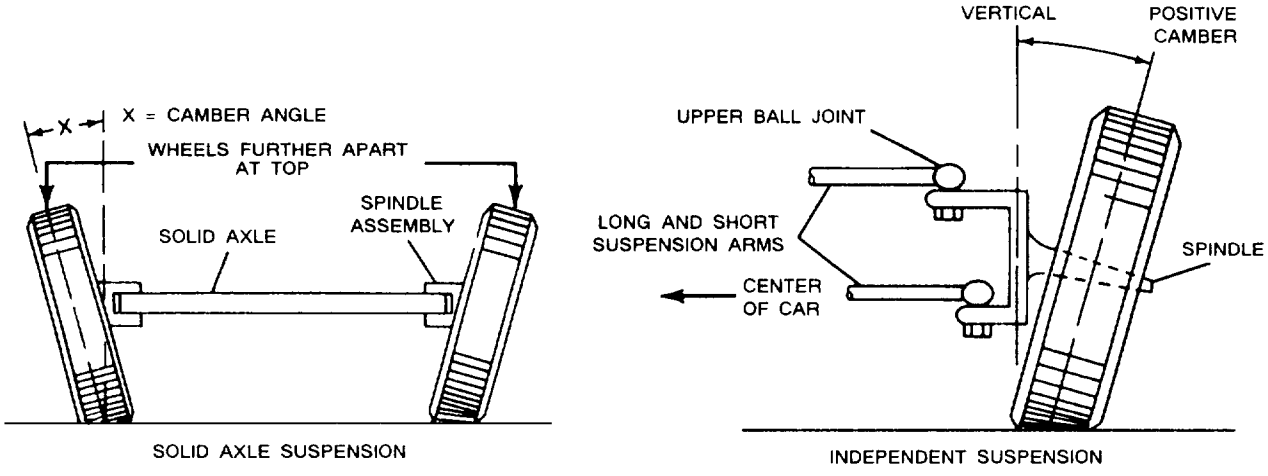
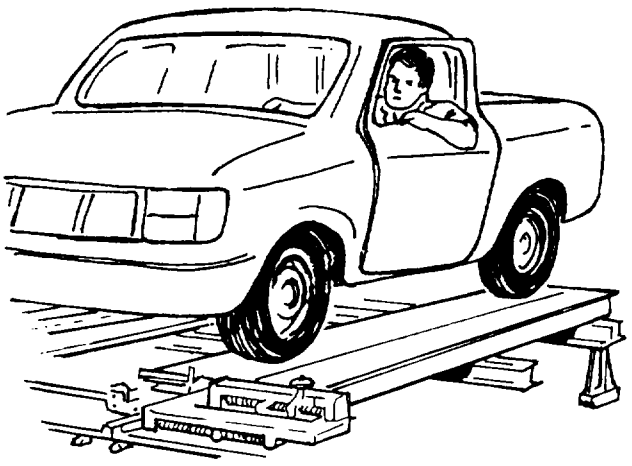
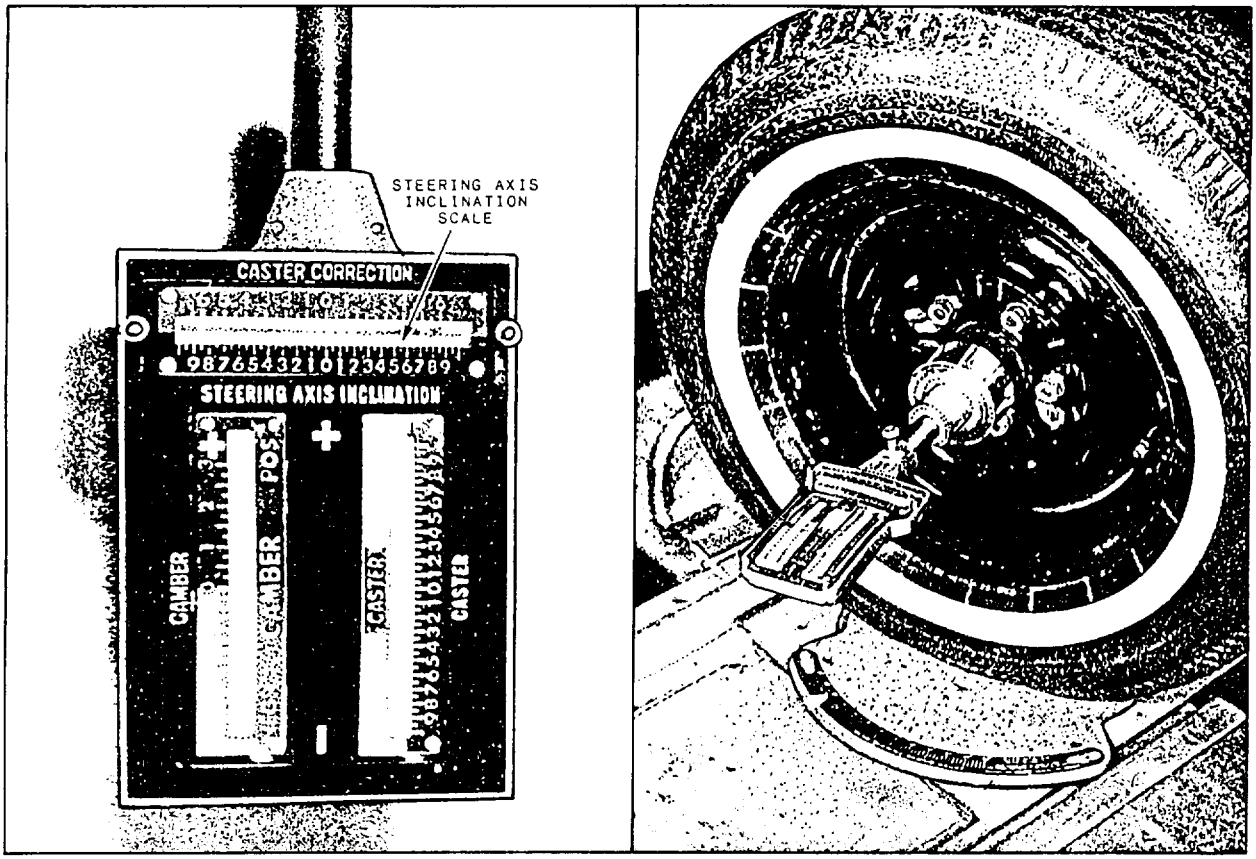
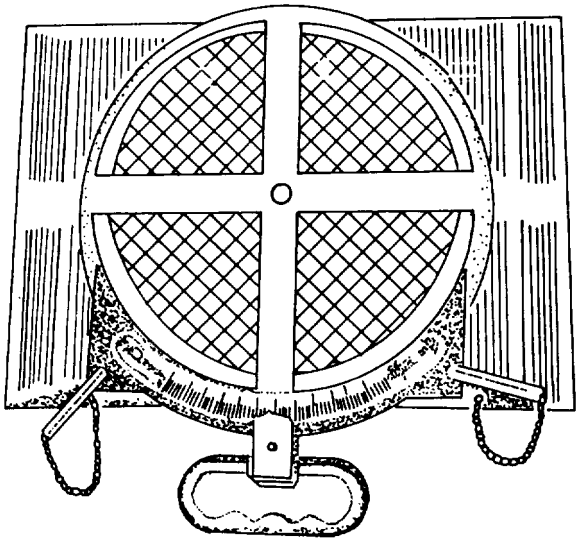

Figure 12-1.—Camber angle.
Figure 12-8.—Wheel alignment rack.
Figure 12-9.—Magnetic caster, camber gauge.
Figure 12-10.—Portable turntable.
1. **CAMBER ANGLE.** As viewed from the front of the vehicle, the camber angle is the degree to which the wheel tilts inward or outward (fig. 12-1). It is measured in degrees and changes with the load of the vehicle and suspension movement. Positive camber is the outward tilt of the top of the wheel, and negative camber is the inward tilt. It is shown by a line drawn through the center of the wheel and a second line drawn straight up and down. They should intersect where the tire meets the road. Camber is a directional control angle and a tire wearing angle.
To measure alignment angles, you will need special equipment, A wheel alignment rack (fig. 12-8) would be ideal. It positions a vehicle so that you can take measurements accurately and easily. However, it is doubtful that you will find such a setup in the battalions. You most likely will find the magnetic caster-camber gauge (fig. 12-9), a set of turntables (fig. 12-10), and a toe-measuring gauge (fig. 12-1 1). These three tools are the essentials. There are a large variety of tools on the market to aid you in making the actual caster, camber, and toe adjustments. Some are necessary; others can be substituted from your kit 13.
3. Grasp the idler arm and try to work it up and down; then try to spread the tires apart while watching the steering linkage, (fig. 12-1 2). In either case, you should not see excessive movement. Inspect the tie rod ends for uncontrolled movement.